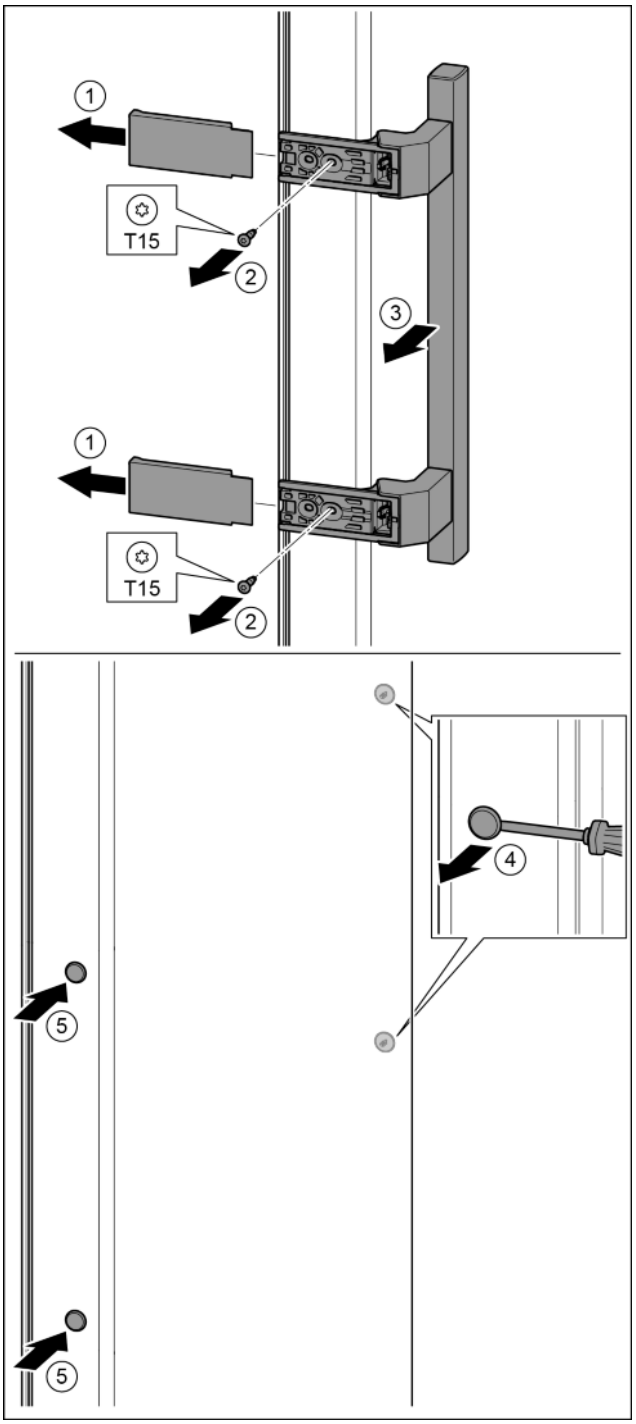

Fig. 17
- ▶ Pull off the cover. *Fig. 17 (1)*
- ▶ Remove the screws with the T15 screwdriver. *Fig. 17 (2)*
- ▶ Remove the handle. *Fig. 17 (3)*
- ▶ Carefully lift up the side plugs with a slotted screwdriver and pull them out. *Fig. 17 (4)*
- ▶ Insert the plugs again on the other side. *Fig. 17 (5)*